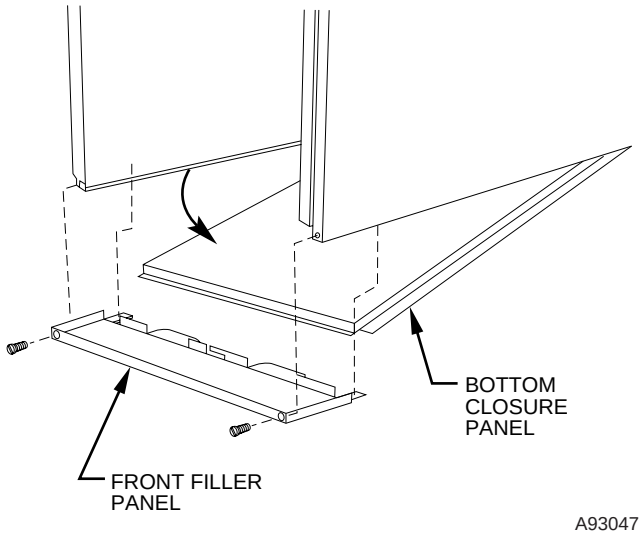

Fig. 25—Removing Bottom Closure Panel
1. Tilt or raise furnace and remove 2 screws holding front filler panel. (See Fig. 25.)